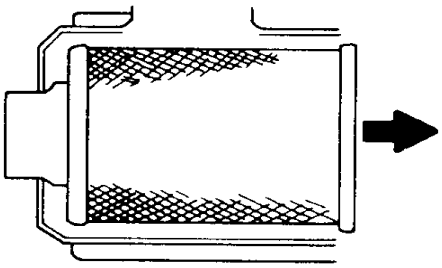

FIGURA 7-8
b. EVITE DESALOJAR POEIRA DO FILTRO. Puxe cuidadosamente para fora o filtro do tubo de saída e remova-o da carcaça. Evite bater o filtro contra a carcaça (Figura 7-8).